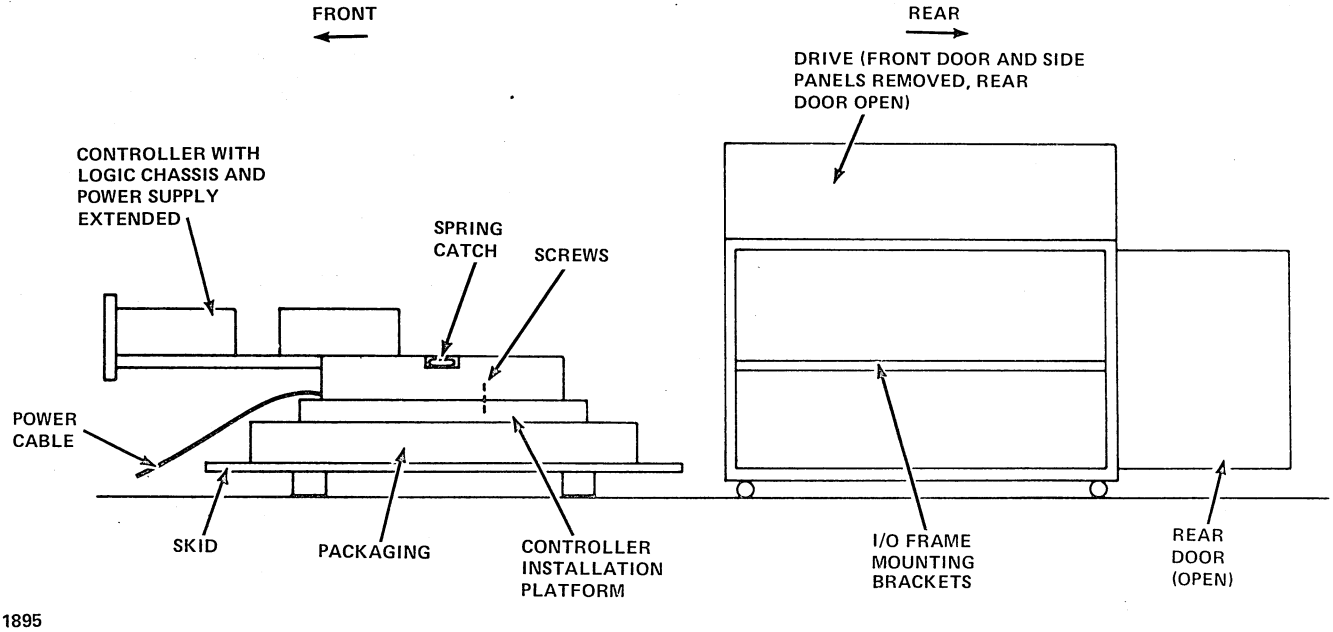

Figure 10-17. BJ701 Module Drive Cabinet Installation Orientation
1. Position the controller so it is directly in front of the device cabinet, as shown in figures 10-17 or 10-18.
2. Remove the screws securing the controller to the installation platform (refer to figure 10-17 or 10-18).
3. Extend the controller logic chassis and power supply until the spring catches snap into the holes in the slides (refer to figure 10-17 or 10-18). This allows the controller to slide into the drive cabinet.
4. Position the power cable as shown in figure 10-17 or 10-18.